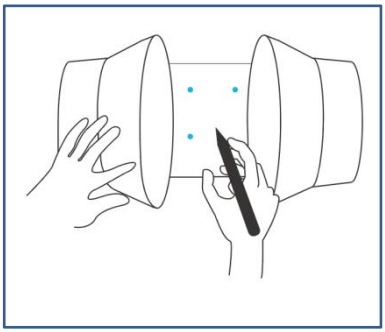

Fig.3.
3、Use the flange bracket to set your desired fan position. Mark the four mounting holes.See the (Fig.3.)